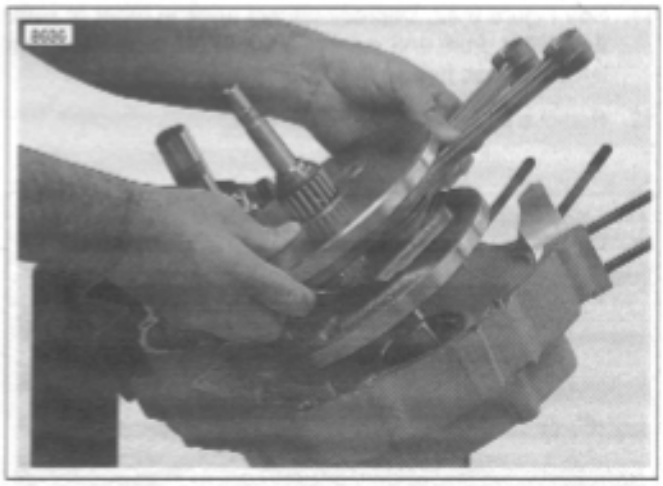

Figure 6-49. Removing Flywheels from Left Case Half
18. See Figure 6-49. Remove the flywheel assembly from left crankcase half.